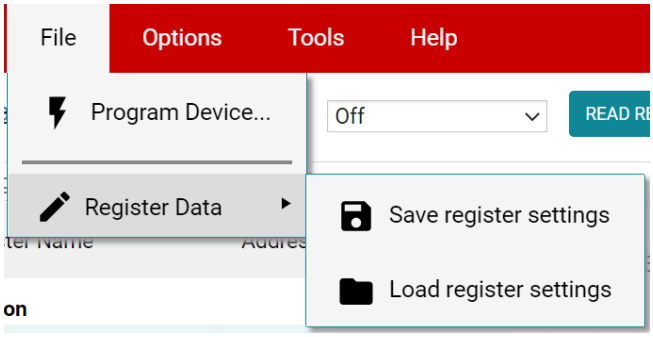

图 3-10. 保存和加载寄存器设置
- 为了方便起见，可以将寄存器设置保存起来，之后再载入任何具有相同寄存器映射的器件。为此，可转到 ***File > Register Data***，如图 3-10 中所示。